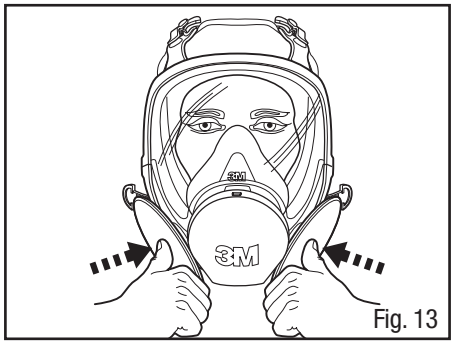

Fig. 13
1. Coloque seus polegares sobre a parte central dos filtros, restringindo o fluxo de ar em direção ao tubo de entrada de ar dos filtros, e inale levemente. Se você sentir a peça facial murchar ligeiramente e ser puxada mais próxima à face sem vazamentos entre a face e a peça facial, então foi obtida uma vedação adequada (Fig. 13).